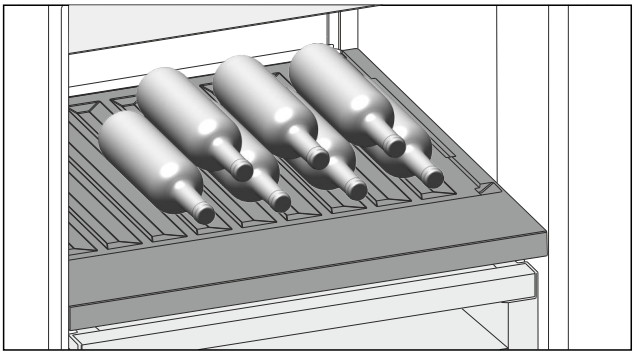

Fig. 167 Example illustration
▶ Place bottles in the back row with their bases against the back wall. (see Fig. 167)